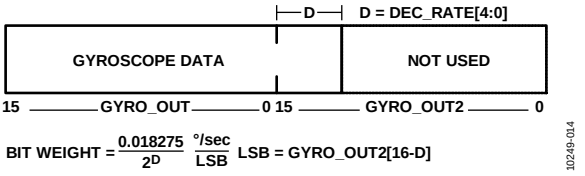
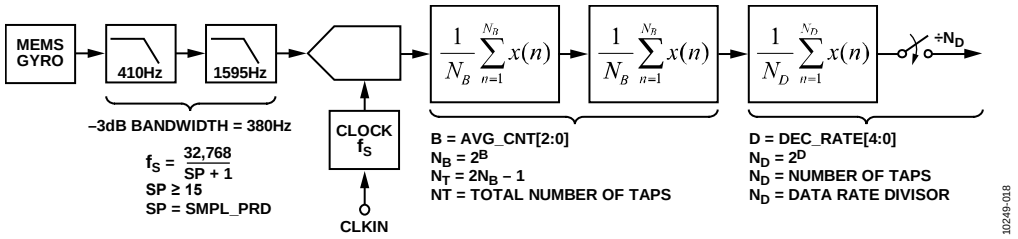

Figure 14. Gyroscope Output Format, DEC_RATE[4:0] > 0
Figure 18. Sampling and Frequency Response Block Diagram
The GYRO_OUT2 register (see Table 11) captures the bit growth associated with the decimation and FIR filters that are shown in Figure 18 using a MSB justified format. The bit growth starts with the MSB (GYRO_OUT2[15]), is equal to the decimation rate setting in DEC_RATE[4:0] (see Table 18), and grows in the LSB direction as the decimation rate increases. See Figure 14 for more details.
Figure 18 provides a block diagram for the sampling and digital filter stages inside the ADIS16136. Table 15 provides a summary of registers for sample rate and filter control.
[15:0]	Clock setting bits; sets f_S in Figure 18
The AVG_CNT register (see Table 17) provides user controls for the low-pass filter. This filter contains two cascaded averaging filters that provide a Bartlett window FIR filter response (see Figure 18). For example, set AVG_CNT[7:0] = 0x04 (DIN = 0xA004) to set each stage to 16 taps. When used with the default sample rate of 1024 SPS, this establishes a −3 dB bandwidth of approximately 24 Hz for this filter.
[2:0]	Binary; B variable in Figure 18; maximum = 110 (6)
The DEC_RATE register (see Table 18) provides user control for the final filter stage (see Figure 18), which averages and decimates the output data. For systems that value lower sample rates, this filter stage provides an opportunity to lower the sample rate while maintaining optimal bias stability performance. The −3 dB bandwidth of this filter stage is approximately one half the output data rate. For example, set DEC_RATE[7:0] = 0x04 (DIN = 0xA204) to reduce the sample rate by a factor of 16.
[4:0]	Binary; D variable in Figure 18; maximum = 10000 (16)